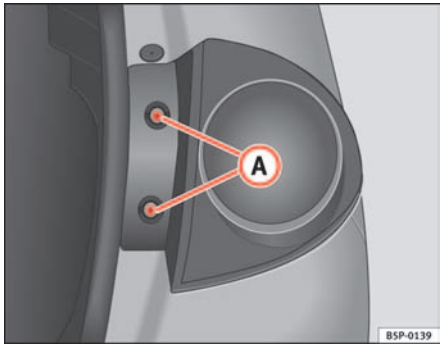

Fig. 188 Side lights and brake lights
– Remove the bolts ⇒ fig. 188 (A).